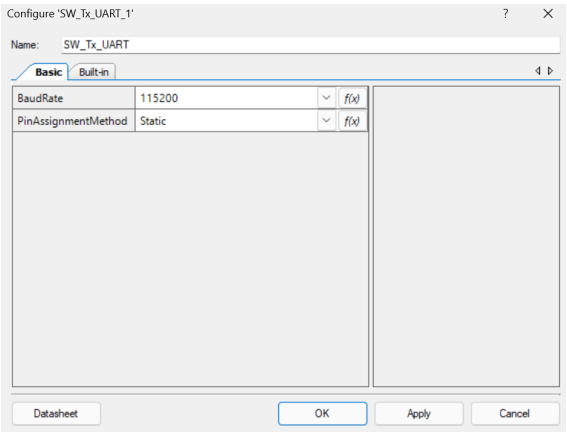

Рисунок 1.6 – Конфігурація Software Transmit UART
5. Через подвійний клік конфігуруємо Software Transmit UART як показано на рис.1.6.